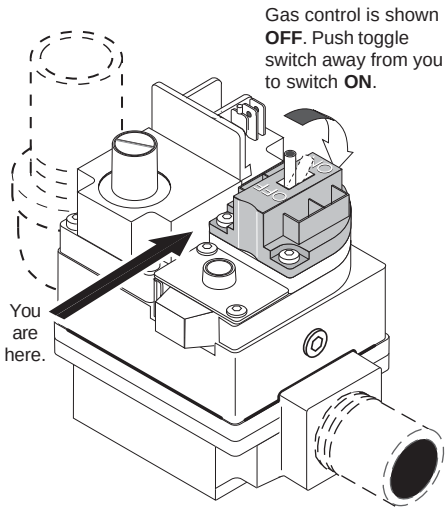

Figure 26.
6. **Toggle-Style Valve:** Pull toggle toward you to turn gas off , see Figure 26.
7. Wait five (5) minutes to clear out any gas. If you then smell gas, **STOP!** Follow "B" in the "Before Start-up" instructions (page 33). If you don't smell gas, go to the next step.
4. **Toggle-Style Valve:** Pull toggle toward you to turn gas off, see Figure 26.